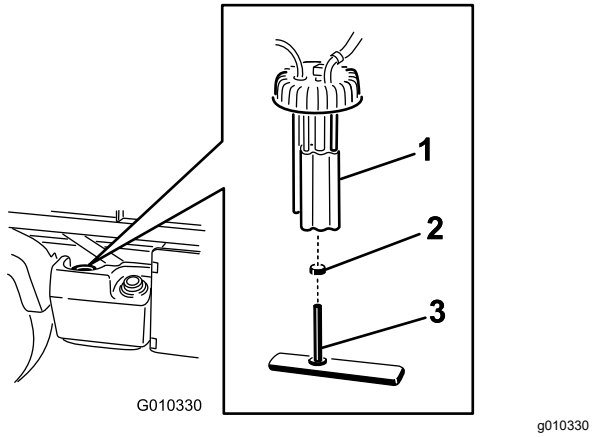

**図 39**
2. 燃料ポンプからワイヤハーネスのコネクタを外す図 39。
3. ホースのクランプをゆるめ、燃料ポンプキャップから燃料ラインを外す図 39。
4. 燃料タンクの上部から燃料ポンプのキャップを外す図 39。
5. タンクから、燃料ポンプアセンブリと燃料フィルタを外す図 39。
7. フィッティングからホースを取り外す図 39。